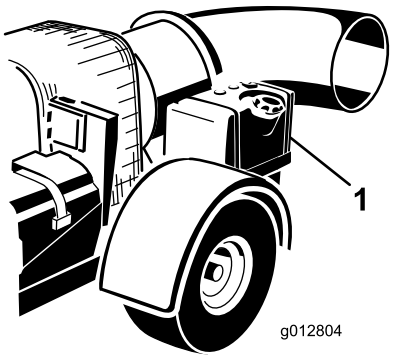

Figur 11
2. Rengör området runt tanklocket och ta av locket (Figur 11).